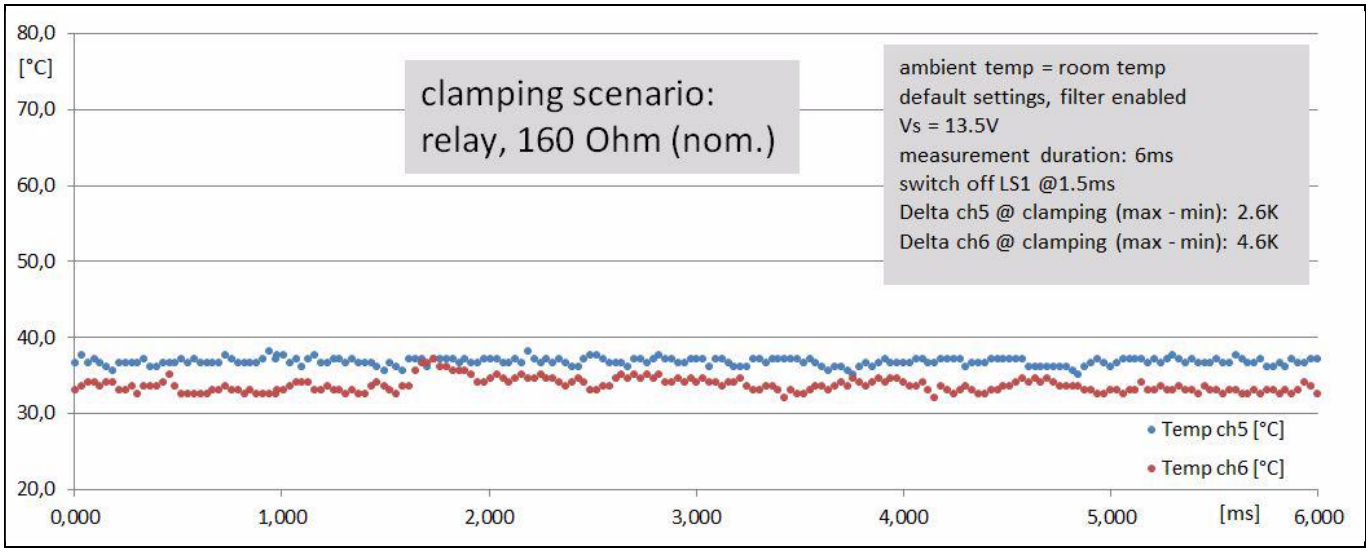

**Figure 1 Low-side clamping, normal case ($V_S$ = 13.5 V, relay, 160 Ω (nom.))**
- Figure 1: Low-side clamping, normal case ($V_S$ = 13.5 V, relay, 160 Ω (nom.))
Figure 1 shows the temperature effect of LS1 clamping in normal operating condition. The local heating effect caused by the clamping of the low side can be seen in channel 6 instead of the expected channel 5, as the channels appear swapped. The short temperature increase caused by the clamping is <5 K.